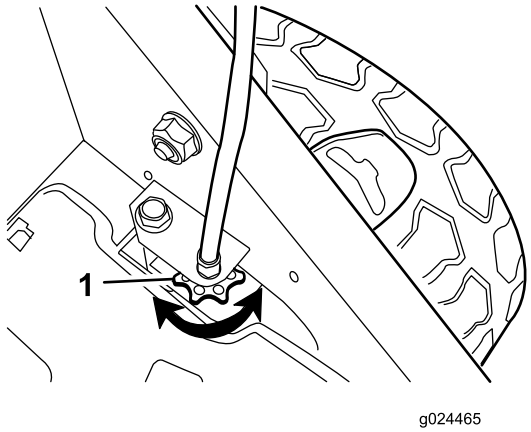

Figuur 21
- Als de wielen niet draaien wanneer u de stang van de zelfaandrijving inschakelt, is de aandrijfriem niet genoeg gespannen. Draai de afstelknop van de wielaandrijving (Figuur 21) 1 slag rechtsom en herhaal stap 3 tot 5.
- Als de wielen al draaien voordat u de stang van de zelfaandrijving volledig hebt ingedrukt, is de aandrijfriem te hard aangespannen. Draai de afstelknop van de wielaandrijving (Figuur 21) 1 slag linksom en herhaal stap 3 tot 5.